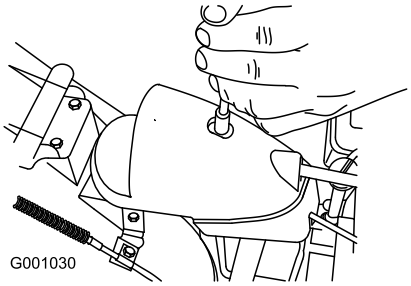

**Figure 58**
1. Remove the fastener on the gear cover (Figure 58), lift the front of the cover up, and slide it back and out of the way.